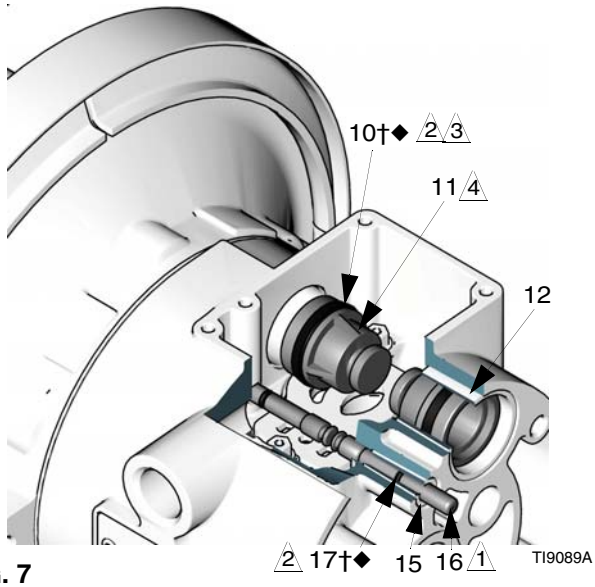

FIG. 7
4. Estrarre i due pistoni degli attuatori (11) al di fuori dei cuscinetti (12). Rimuovere i premiguarnizioni a U (10) dai pistoni. Estrarre gli spinotti guida (16) dai cuscinetti (15). Rimuovere gli anelli di tenuta (17) dagli spinotti guida. Vedere la FIG. 7.
6. Verificare che i cuscinetti (12, 15) siano in posizione. Vedere la FIG. 7. I cuscinetti sono rastremati e, se danneggiati, vanno rimossi dall'esterno. Questo richiede lo smontaggio della sezione con il fluido. Vedere pagina 24.
4. Installare un anello di tenuta circolare (17†◆) su ciascuno spinotto guida (16). Ingrassare gli spinotti e gli anelli di tenuta. Inserire gli spinotti nei cuscinetti (15), con il lato ***stretto*** prima. Vedere la FIG. 7.
5. Installare un premiguarnizione a U (10†◆) su ciascun pistone degli attuatori (11), in modo che i bordi del premiguarnizione si trovino di fronte alla parte ***ristretta*** dei pistoni. Vedere la FIG. 7.
6. Lubrificare i premiguarnizioni a U (10†◆) e i pistoni degli attuatori (11). Inserire i pistoni dell'attuatore nei cuscinetti (12), con il lato ***largo*** prima. Lasciare il lato stretto dei pistoni visibile. Vedere la FIG. 7.